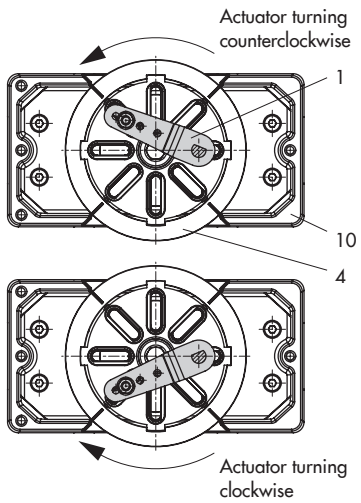

Fig. 11: *Direction of rotation*
6. Place positioner on housing (10) and screw it tight. Taking the actuator's direction of rotation into account, adjust lever (1) so that it engages in the correct slot with its follower pin (see Fig. 11).